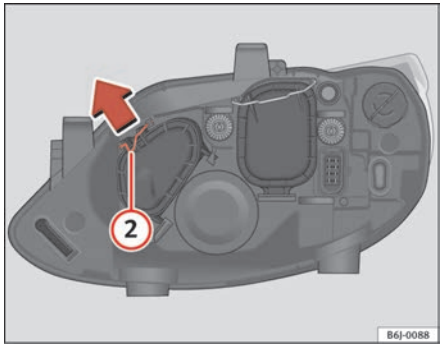

Fig. 135 Main beam headlights
– Move the loop (2) in the direction of the arrow and remove the cover ⇒ fig. 135.